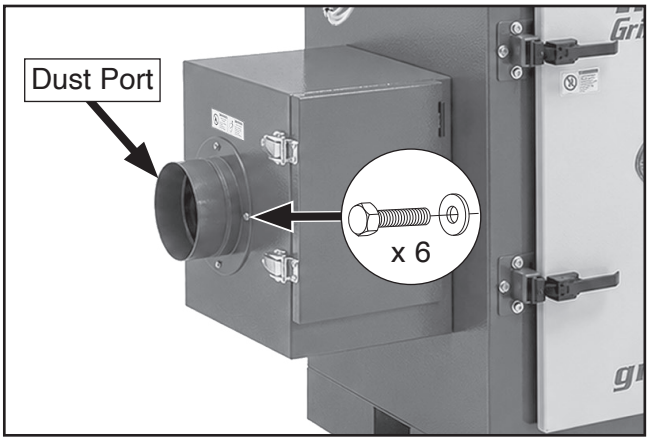

Figure 13. Dust port installed.
1. Attach dust port with (6) 5/16"-18 x 3/4" hex bolts and 5/16" flat washers (see **Figure 13**).